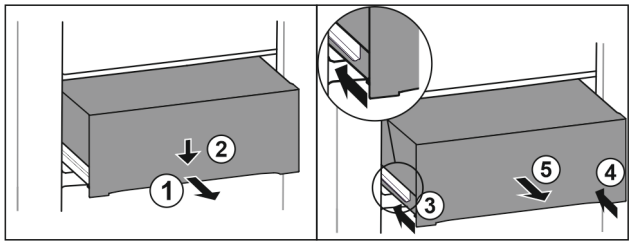

Fig. 179
- ▶ Pull out drawer half-way. *Fig. 179 (1)*
- ▶ Push the drawer down at the front. *Fig. 179 (2)*
- ▶ Push the left rail in by about 2 cm. *Fig. 179 (3)*
- ▶ Push the right rail in by about 2 cm. *Fig. 179 (4)*
- ▶ Remove drawer to the front. *Fig. 179 (5)*